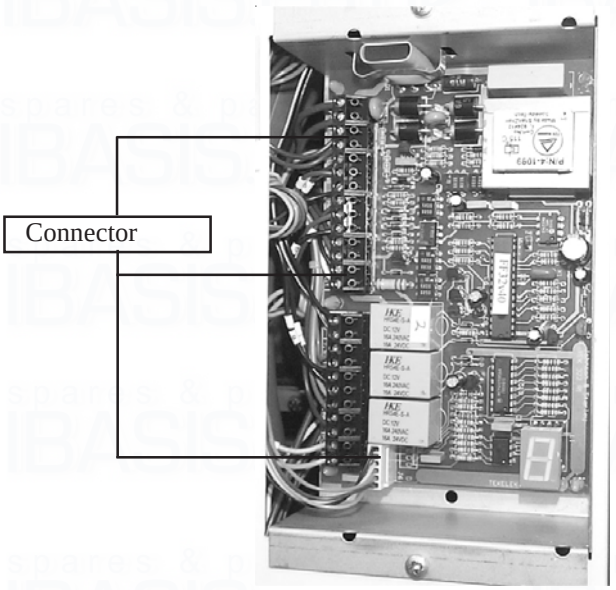

Fig. 11
10.7.5 Carefully disconnect the module by lifting the connecting blocks off the circuit board (see fig. 11)